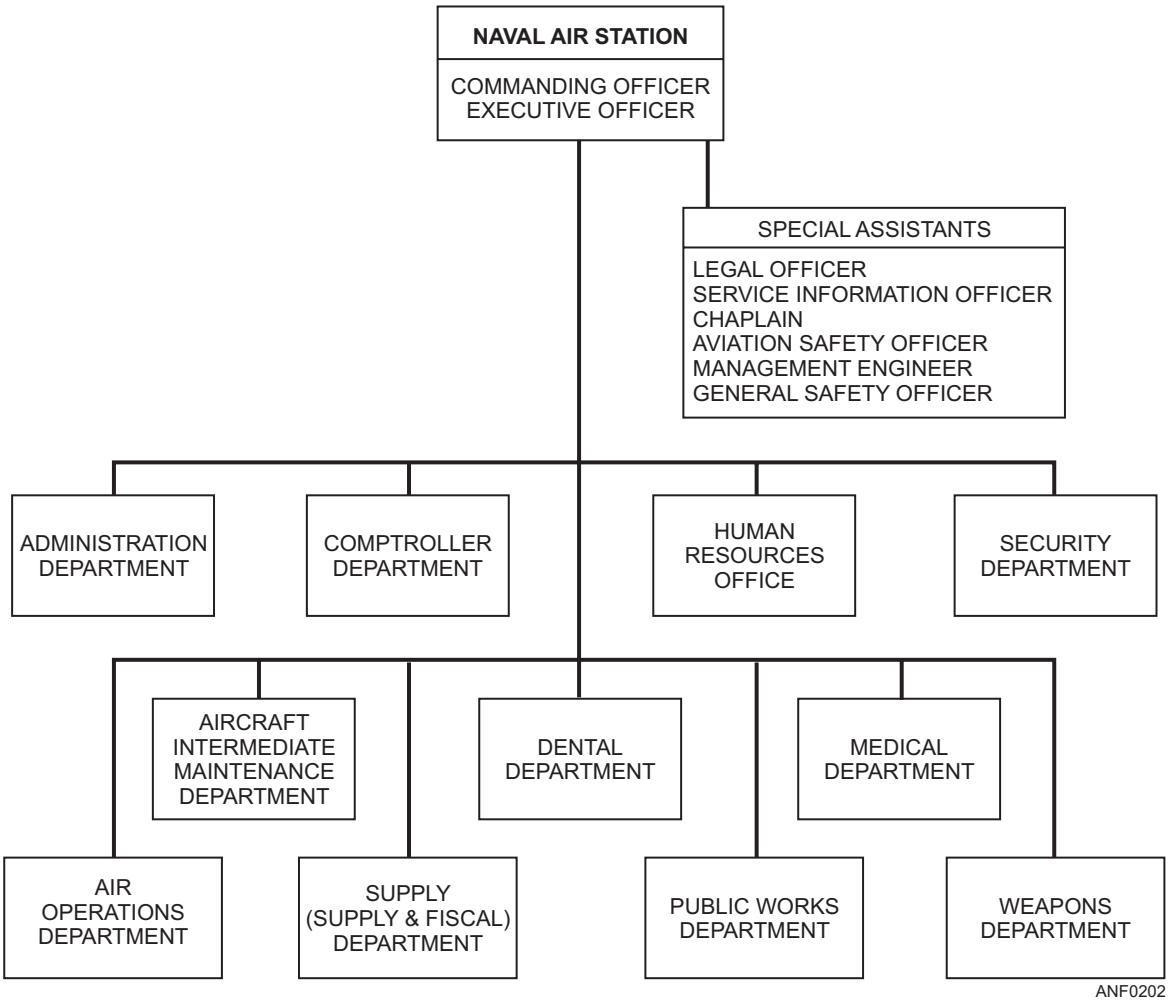

Figure 2-2.—Organizational chart of a naval air station.
Figure 2-2 shows the organization of a typical naval air station. The commanding officer (CO) is responsible for the safety, well-being, and efficiency of the command.